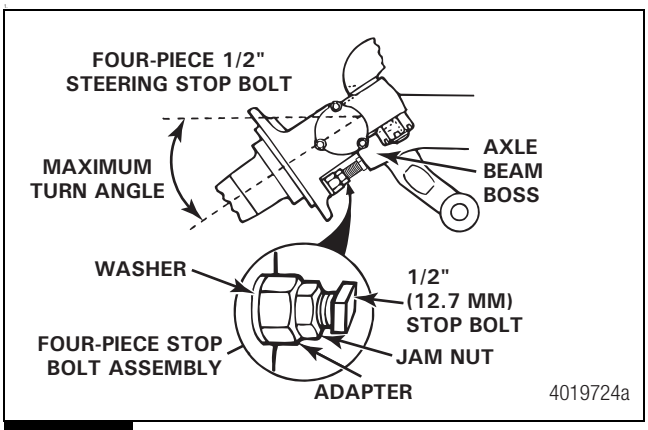

Figure 7.8
A. Place the washer onto the adapter. Figure 7.8.